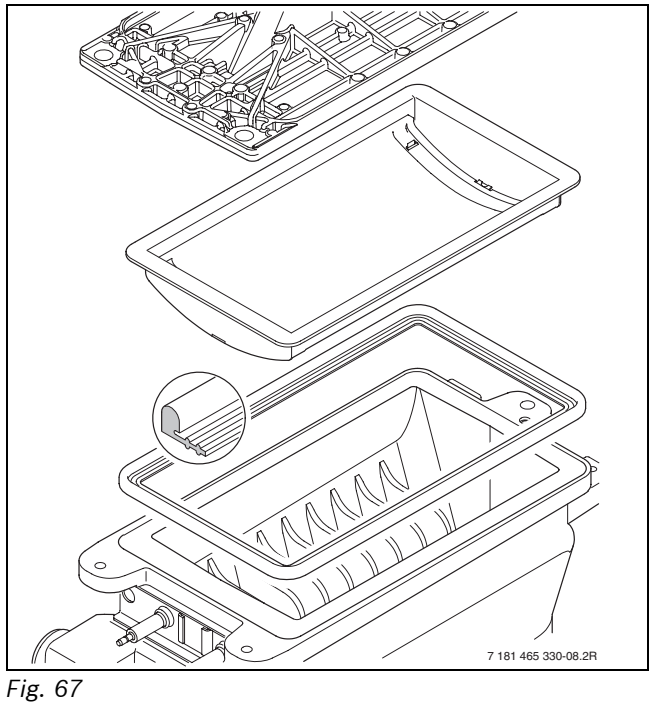

*Fig. 67*
- Estrarre il bruciatore e pulire i componenti (fig. 67).